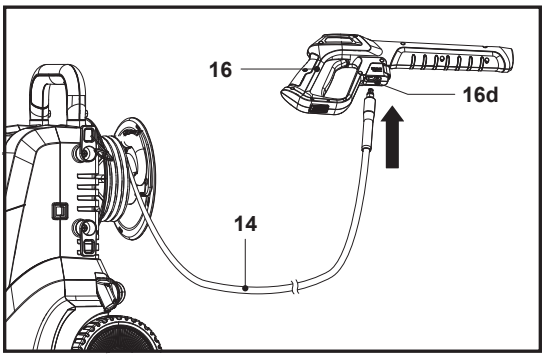

Rys. 7
1. Delikatnie pociągnąć za wąż ciśnieniowy (14), aby go wyciągnąć. Zalecamy, aby przed rozpoczęciem pracy całkowicie rozwinąć wąż ciśnieniowy (14).
2. Włożyć końcówkę węża ciśnieniowego (14) do złączki do węża (16d) w pistolecie natryskowym (16) i wsuwać aż do usłyszenia kliknięcia (rys. 7).